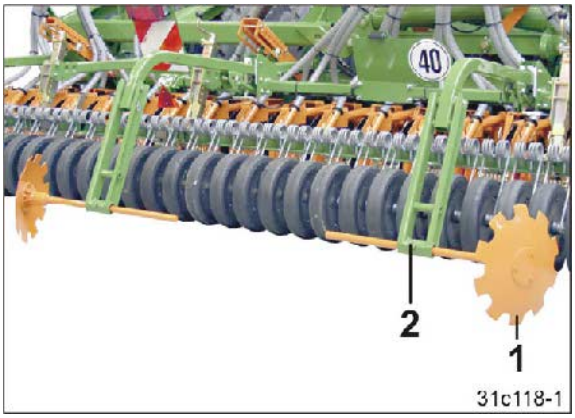

**Fig. 177**
1. Réglez les disques traceurs (Fig. 177/1) de façon à ce qu'ils marquent le jalonnage.
3. Serrez à fond les vis (Fig. 177/2).